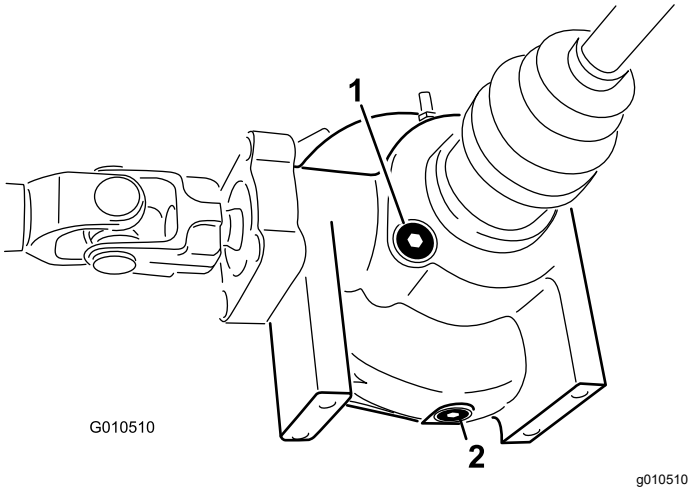

Figur 53
2. Gör rent runt avtappningspluggen på differentialens ena sida (Figur 53).